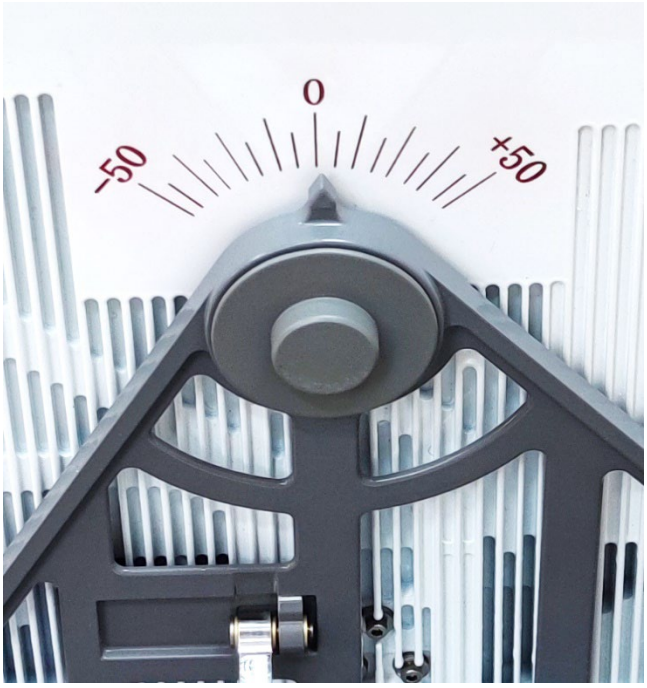

Figure 8-3 Polarization Adjustment Scale and Indicator
4. According to the scale on the panel, indicate the Terminal panel to the 0 position, even if it returns to the zero position, the reference azimuth scale is shown in Figure 8-3.